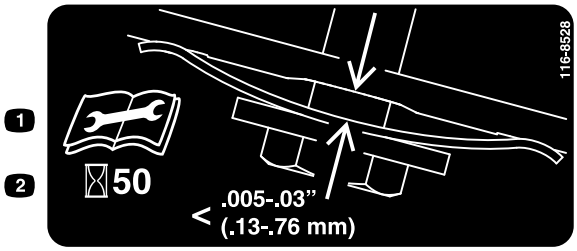

Figuur 35
3. Houd een voelermaat die is ingesteld tussen 0,13 and 0,76 mm tegen de wand en schuif hem omlaag achter de riemspanveer; zie Figuur 35.